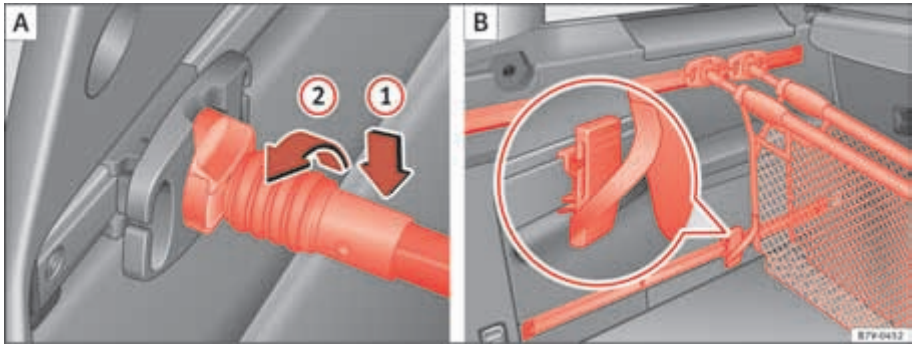

Fig. 103 Hook the baggage net (A) and use it as a bag (B).
Place the attachment rod on the baggage net support ⇒ page 155, fig. 103 (1) and rotate 90° to the left (2). The red mark on the attachment rod should not be visible ⇒ ⚠.
- Hook the baggage net attachment strap underneath into one of the movable attachment elements ⇒ page 155, fig. 103 (B).